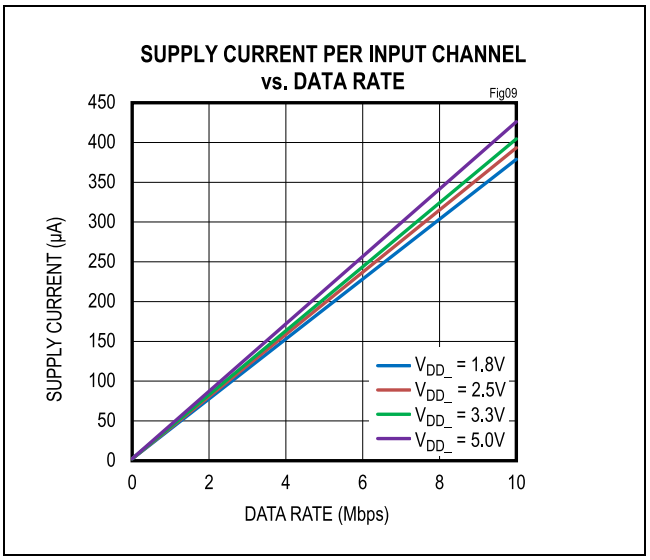
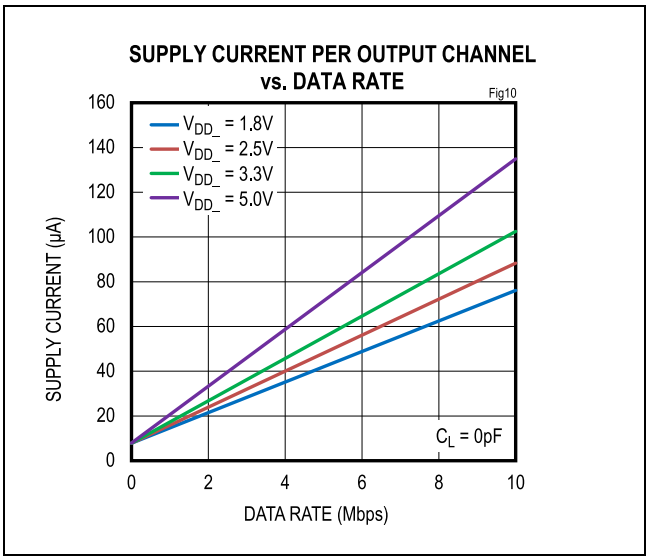

Figure 9. Supply Current per Input Channel (Estimated)
Figure 10. Supply Current per Output Channel (Estimated)
The required current for a given supply (V_{DDA} or V_{DDB}) can be estimated by summing the current required for each channel. The supply current for a channel depends on whether the channel is an input or an output, the channel's data rate, and the capacitive or resistive load if it is an output. The typical current for an input or output at any data rate can be estimated from the graphs in *Figure 9* and *Figure 10*. Note that the data in *Figure 9* and *Figure 10* are extrapolated from the supply current measurements in a typical operating condition.
The total current for a single channel is the sum of the no load current (shown in *Figure 9* and *Figure 10*), which is a function of voltage and data rate, and the load current, which depends on the type of load. Current into a capacitive load is a function of the load capacitance, the switching frequency, and the supply voltage.
- Channel 1 is an output channel operating at 2.5V and 2Mbps, consuming 23.93µA, estimated from *Figure 10*.
- Channel 2 is an input channel operating at 2.5V and 10Mbps, consuming 393.35µA, estimated from *Figure 9*.
- Channel 1 is an input channel operating at 3.3V and 2Mbps, consuming 82.92µA, estimated from *Figure 9*.
- Channel 2 is an output channel operating at 3.3V and 10Mbps, consuming 102.49µA, estimated from *Figure 10*.